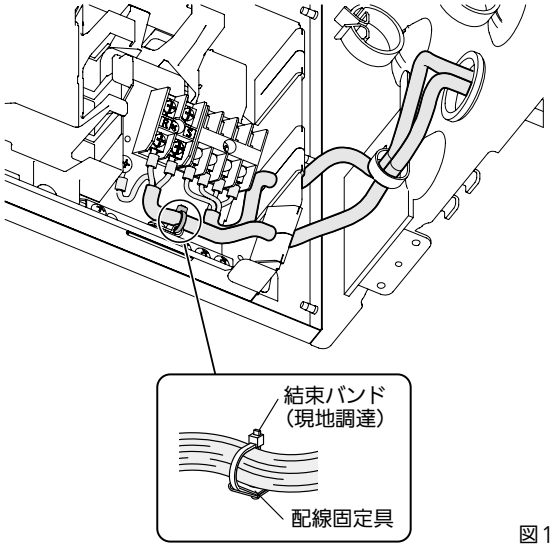

図18
- 電源線は端子接続部に張力が加わらないように、配線固定具に結束バンド（現地調達）を通し、しっかりと固定してください。（1 か所）（図 18）